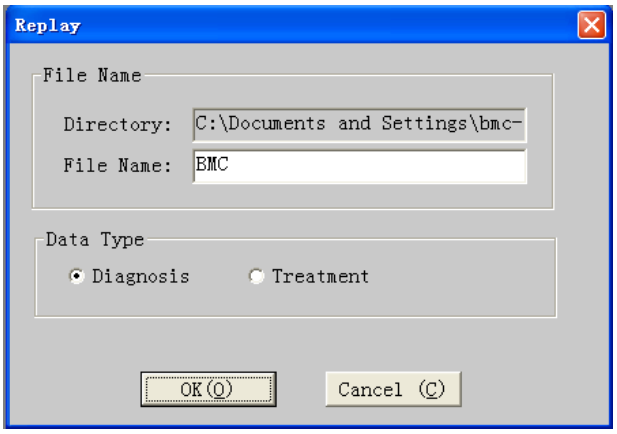

Figure 2-5 “Replay” dialog box
⑥Recording start time is set by the system at the beginning of the recording time which is confirmed by the internal clock. If YH-600B Pro clock is not correct, modify it in the above login screen. The recording end time defaults to 12 hours after the recording starts. In fact, in the process of data transmission, the system can automatically identify the actual end time of record. YH-600B Pro will automatically stop after data transmission is finished. So there is no need to change the recording end time in normal situations.
⑦Enter patient information one by one. Click "OK" button and “Replay” dialog box pops up (Figure 2-5).